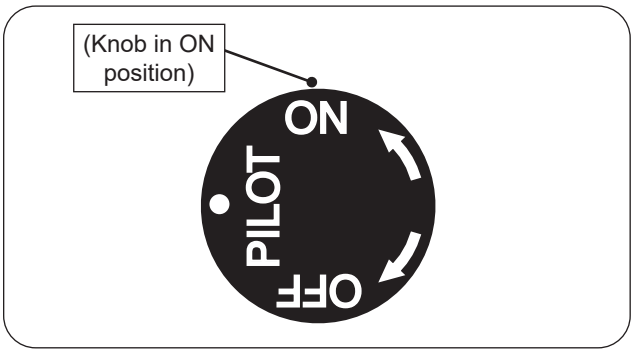

Fig. 34-1 Manual lighting
1. Ensure the pilot is burning. Turn the control knob counterclockwise to **ON** to ignite the burner (see Fig. 34-1).